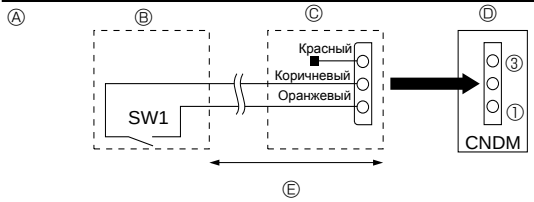

Fig. 9-1
9.1. Режим низкого шума (модификация “на месте”) (Fig. 9-1)